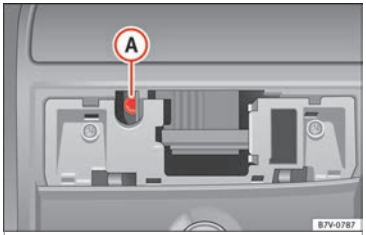

Fig. 16 Allen bolt to close the panoramic sliding sunroof
- Insert a standard 4 mm Allen key[1] into the Allen bolt ››› **Fig. 16** (A).